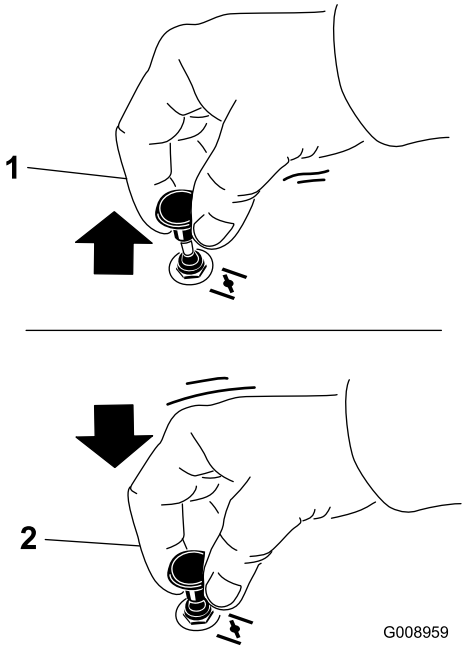

Figur 15
2. Dra opp chokeknappen for å koble til choken før du bruker tenningsbryteren (Figur 15).
3. Dra ned choken for å koble den fra når motoren har startet (Figur 15).